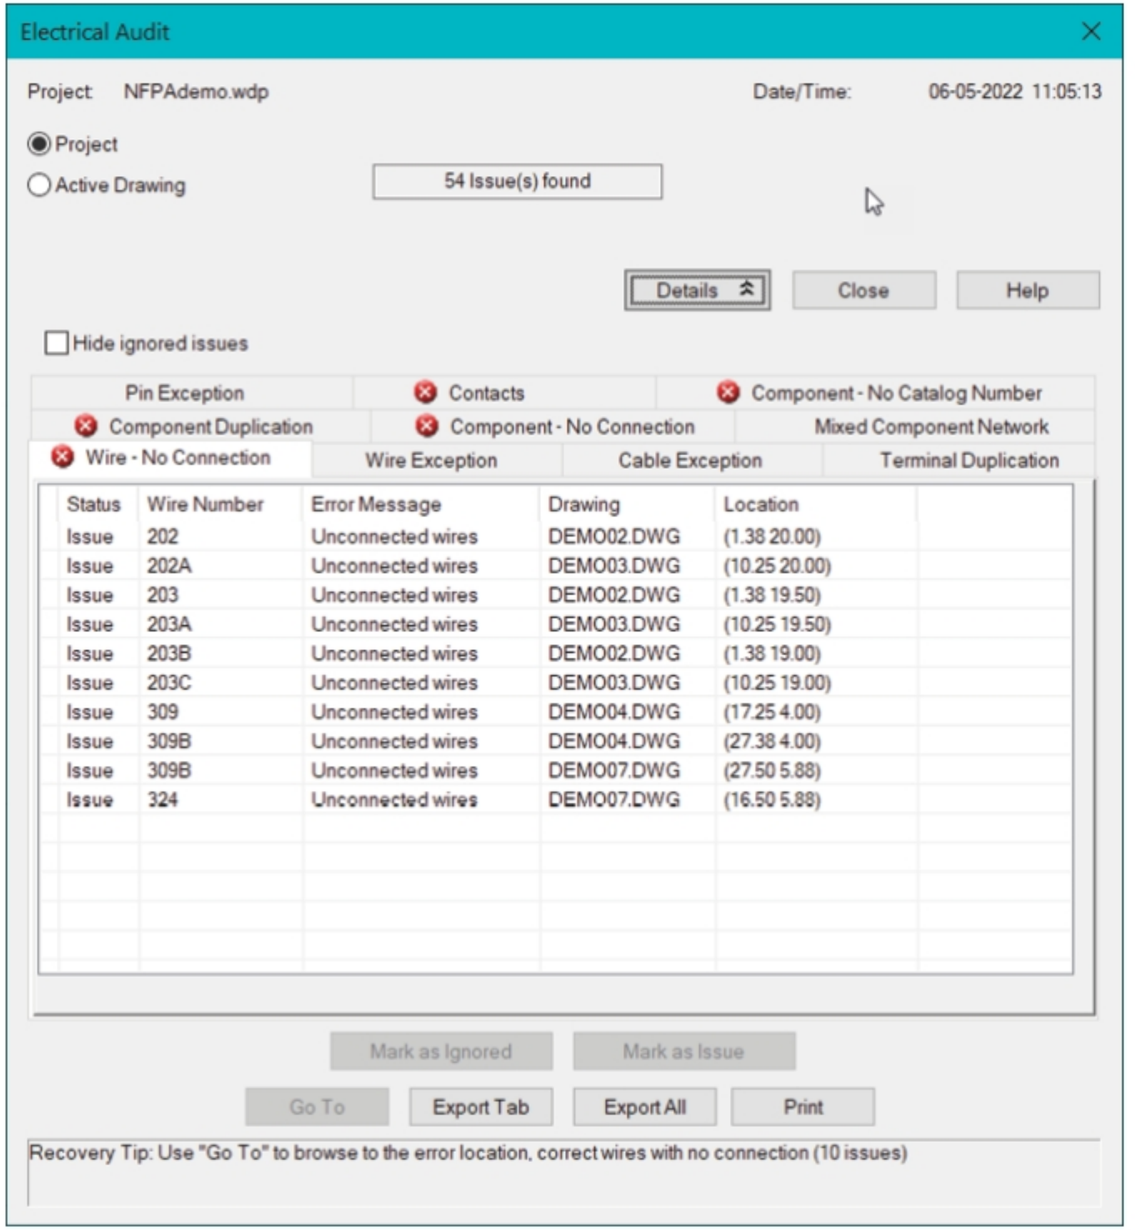

Figure-23. Electrical Audit dialog box
- Click on the **Details** button. The expanded dialog box will be displayed; refer to Figure-23.